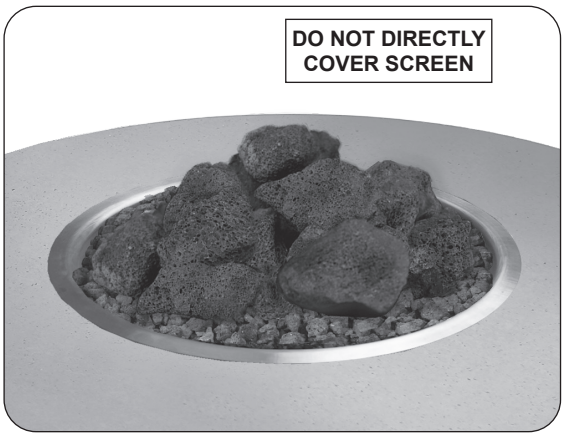

Fig. 42-2 Lava stones option
2. Pour the lava stones evenly into the burner area (see Fig. 42-2). The stones may form a mound. Ensure lava stones are not sitting on top of screen. **Store any excess media in a safe location.**